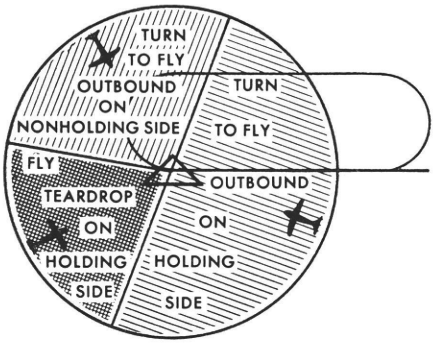

Figure 1
• New procedures for entering the holding pattern have also been released. There will be three basic ways of entering the holding pattern; the one to be used will depend on the **track** of the aircraft as it approaches the fix. A pictorial summary of the entries is shown in figure 1.
To simplify discussion of the entries, figure 1 will be shown in 4 sections as each entry is discussed.